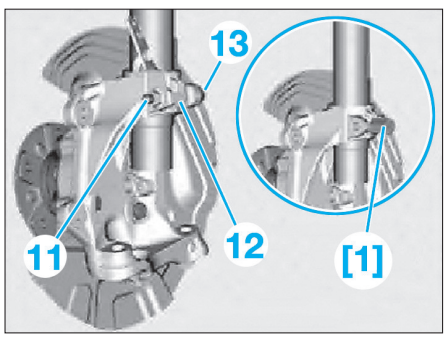

Fig. 11
• Déposer l'écrou (11) et enlever le support (12) **(Fig.11)**.
• Extraire la vis (13) par l'avant.
- Ecarter le pivot avec l'outil [1], le centrer par rapport aux pions de positionnement à l'arrière de la jambe de suspension et le resserrer **(Fig.11)**.